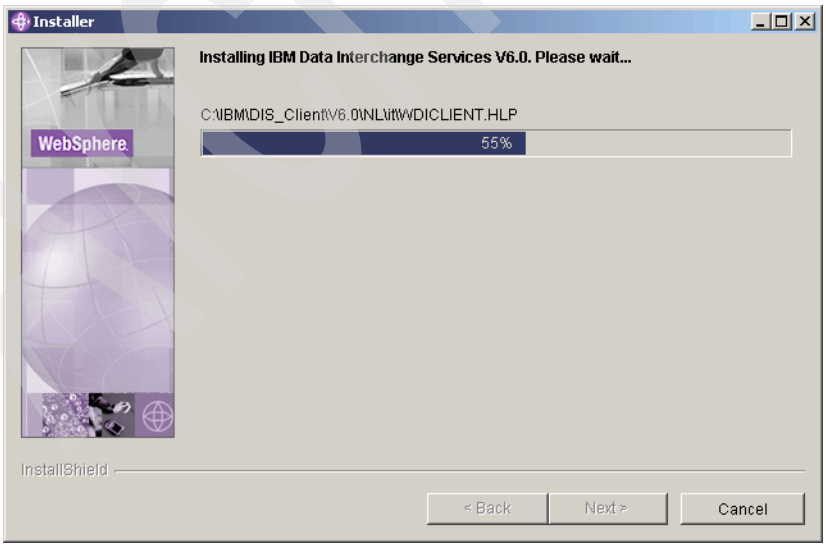

Figure 14-5 Progress window
6. The InstallShield wizard begins copying program files (Figure 14-5). To stop this process at any point, click **Cancel**.